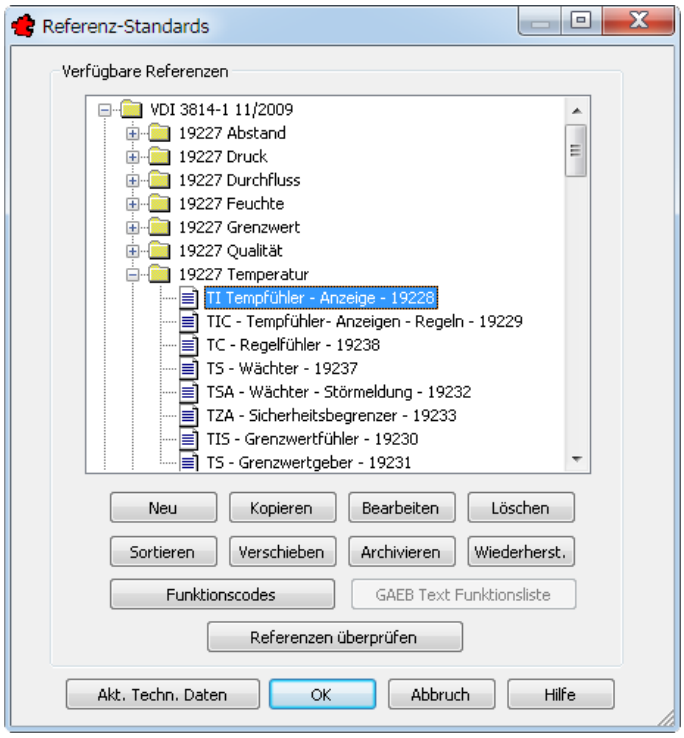

Bild 32.1 – Das Dialogfeld *Referenz-Standards*
- Rufen Sie die *Referenzverwaltung* über die gleichnamige Schaltfläche oder über *TRIC, Referenzverwaltung* auf. Das Dialogfeld *Referenz-Standards* wird eingeblendet (Abb. 32.1).